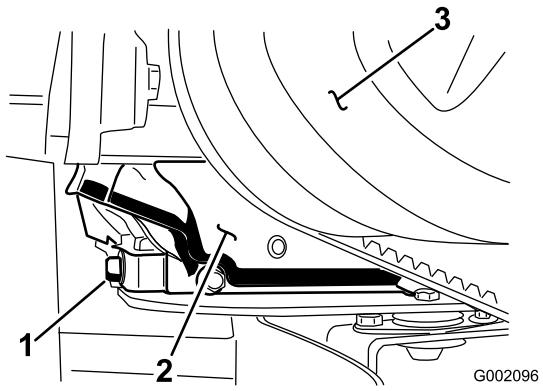

Figur 40
5. Sätt ett kärl som rymmer 1,5 liter eller mer under avtappningspluggen (Figur 40).
6. Ta bort avtappningspluggen (Figur 40).